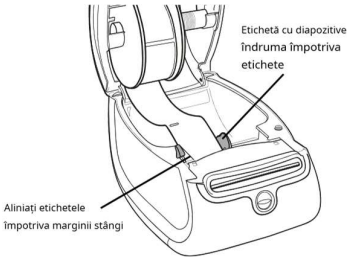

Figura 4
- Etichetele trebuie încărcate cu marginea stângă a etichetei introdusă pe marginea stângă a slotului de alimentare a etichetei. Vezi Figura 4.
Dacă prima etichetă de pe rolă nu este o etichetă completă, apăsați butonul de alimentare a etichetei și introduceți eticheta în slot. Vezi Figura 4. Imprimanta alimentează automat etichetele, oprindu-se la începutul primei etichete.
8 Glisați ghidajul etichetei spre stânga până când ghidajul etichetei se aliniază cu marginea dreaptă a etichetei. Vezi Figura 4. Asigurați-vă că ghidajul etichetei nu strânge eticheta.